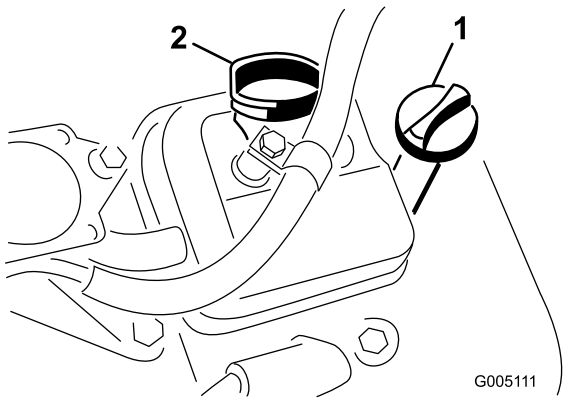

Figur 19
2. Ta ut oljestickan och torka av den med en ren trasa. Stick ned oljestickan i röret, skruva fast den och se till att den sitter ordentligt (Figur 19).